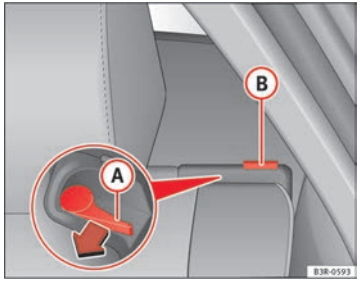

Fig. 116 Backrest release lever
– Press the release lever (A) ⇒ fig. 116 in the direction indicated by the arrow.